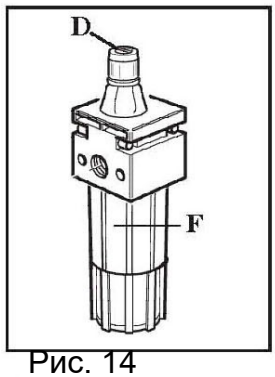

Рис. 14
- Контролируйте уровень масла в влагомаслоотделителе. Если уровень низкий, открутите масляный колпачок F перед добавлением. Используйте только масла ISO HG с вязкостью ISO VG32. Например: ESSO Febis K32,MOBIL Vacouline 1405,KLUBER32 (рис.14)
- Нажмите педаль отжимной лопатки 3-4 раза. Убедитесь, что масло капнуло в стакан F.В противном случае используйте регулировочный винт D. (рис.14)